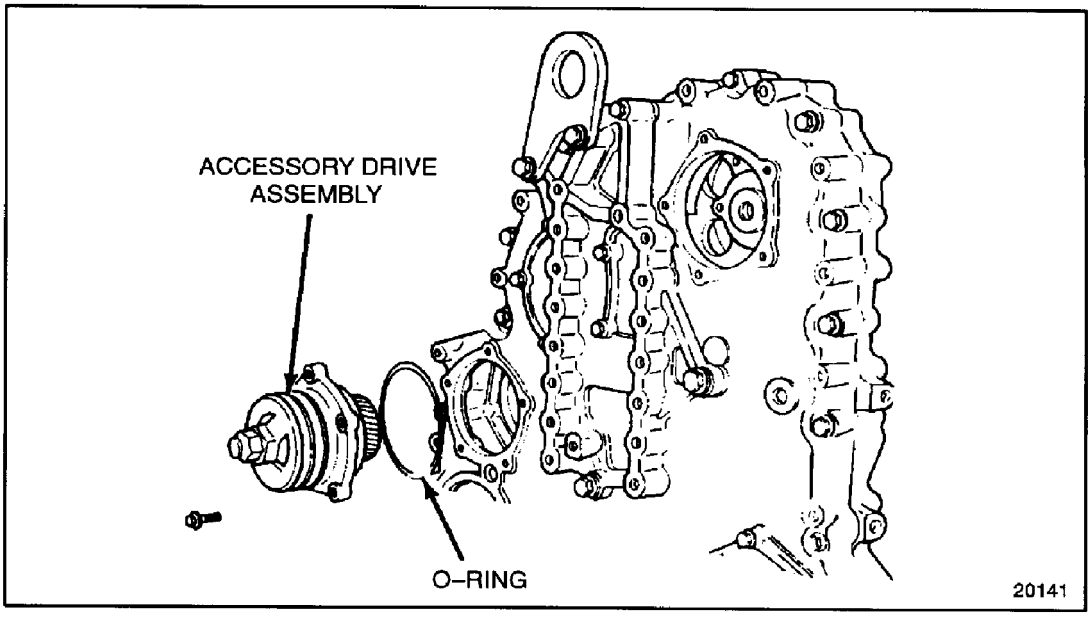

Figure 1-170 Accessory Drive Assembly
11. Loosen and remove the five bolts that secure the accessory drive assembly to the gear case cover. See Figure 1-170.
12. Remove the accessory drive assembly by pulling it straight out of the gear case cover to avoid damaging the rubber O-ring. See Figure 1-170.